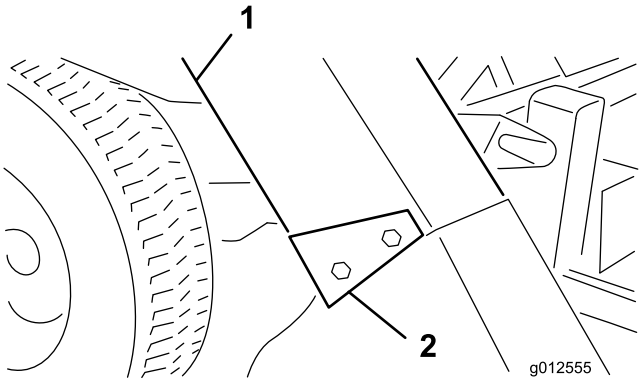

Figur 29
4. Skjut utkastaren över blåsaröppningen och på monteringsbultarna (Figur 29).